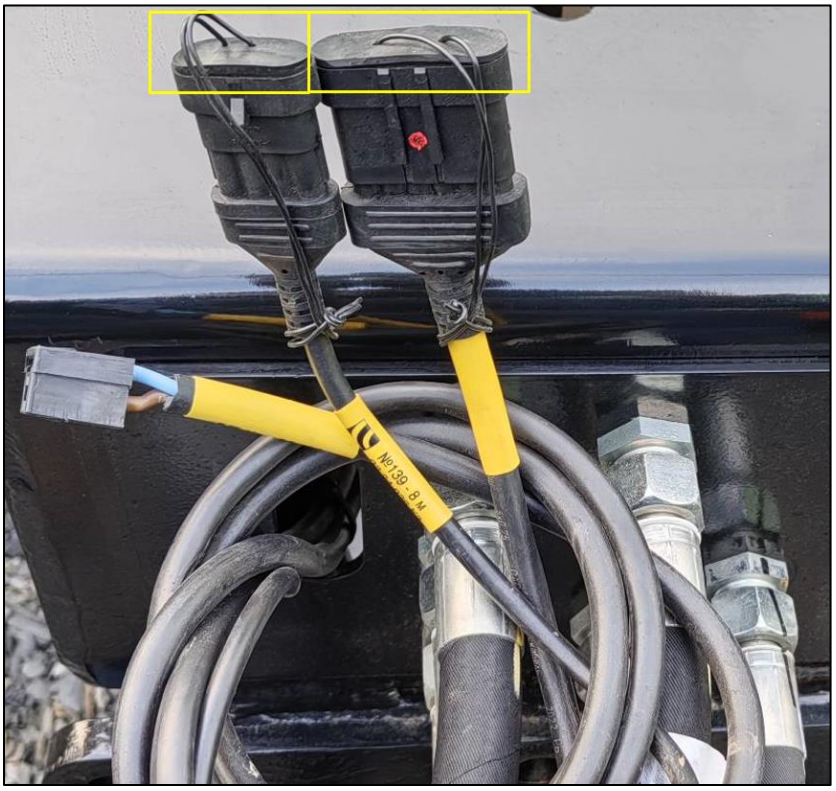

Рисунок 56 – Жгуты связи системы контроля
6.2.16 Установить заглушки на жгуты связи системы контроля высева, рис. 56.